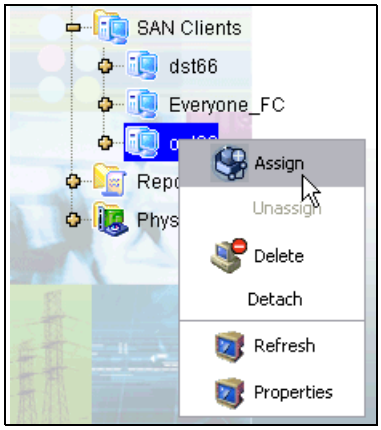

Figure 4-39 Selecting Assign to assign a SAN host to a virtual library
1. Right-click the host icon and select **Assign**, as shown in Figure 4-39.